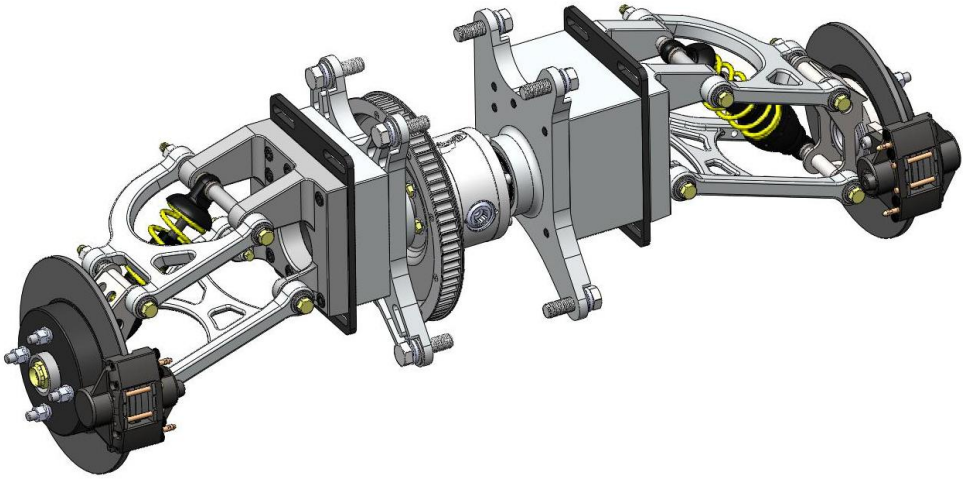

Figure 6 Rear View
a. Remove the 2 rear connector tubes and the one front top connector tube and position drive belt onto the rear pulley. See Figure 6